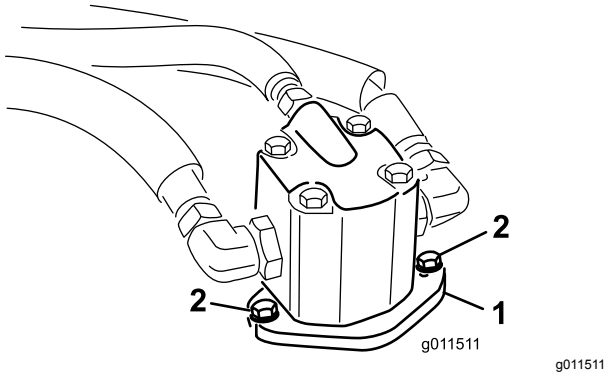

Figuur 95
4. Verwijder de bouten waarmee de hydraulische motor aan het maaidek is bevestigd (Figuur 95).